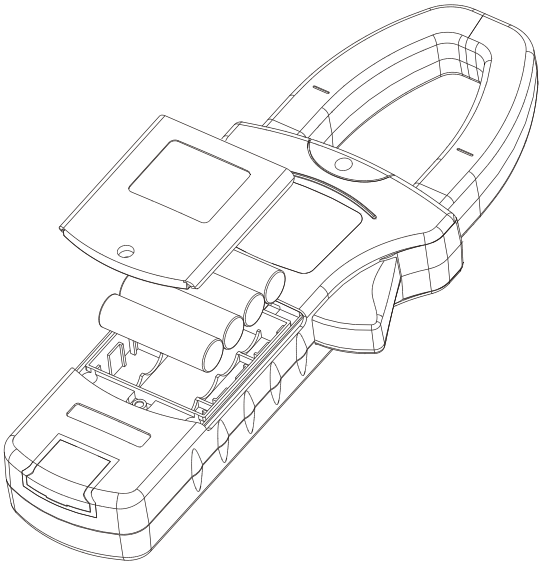

Rysunek 31
10. Wymiana baterii (patrz rysunek 31)